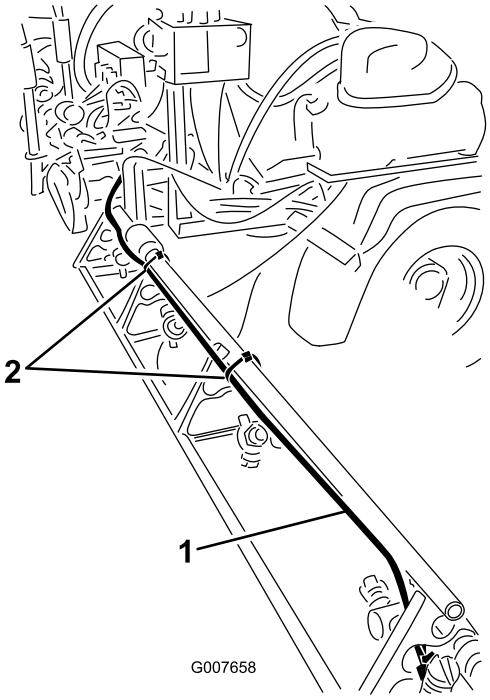

Figur 29
4. Før rørenheten langs den ytre bomseksjonens øvre støttestolpes bakside, som vist i Figur 29.
6. Fest rørenheten til den ytre sprederseksjonen med kabelfester som vist i Figur 29.